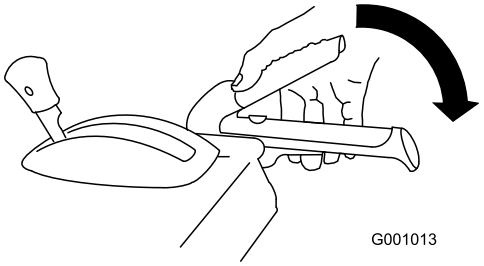

Figur 38
1. Pressa ned det högra reglaget (matarskruvs-/impellerreglaget) till handtaget för att koppla in matarskruvs-/impellerdrivningen (Figur 38).